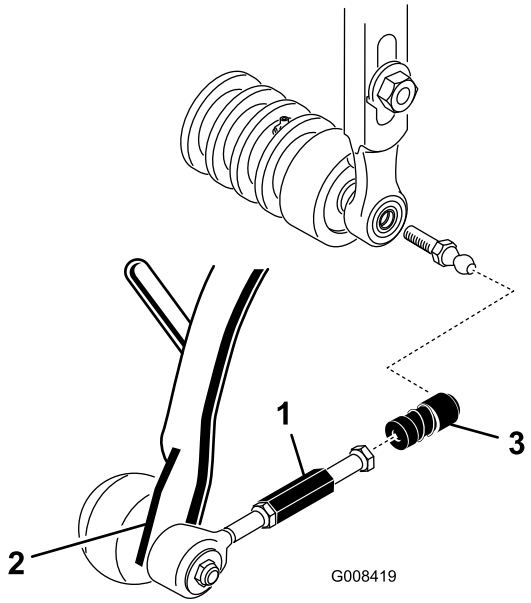

Figur 11
5. Skyd manchetten tilbage på kugleleddet, og sæt modtageren på klippeenhedens kugletapskrue (Figur 11).